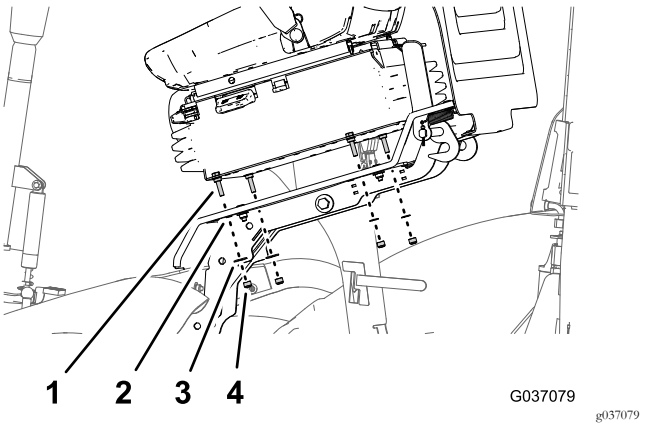

Figura 18
3. Alinee los 4 tornillos de caperuza (8 x 25 mm) del nuevo asiento con los orificios de la plataforma del operador (Figura 18).